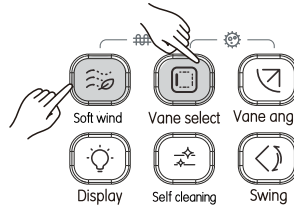

Figure 3.20
1) Press and at the same time to start auxiliary heater (see Figure 3.20), and the screen will display the icon ON ;